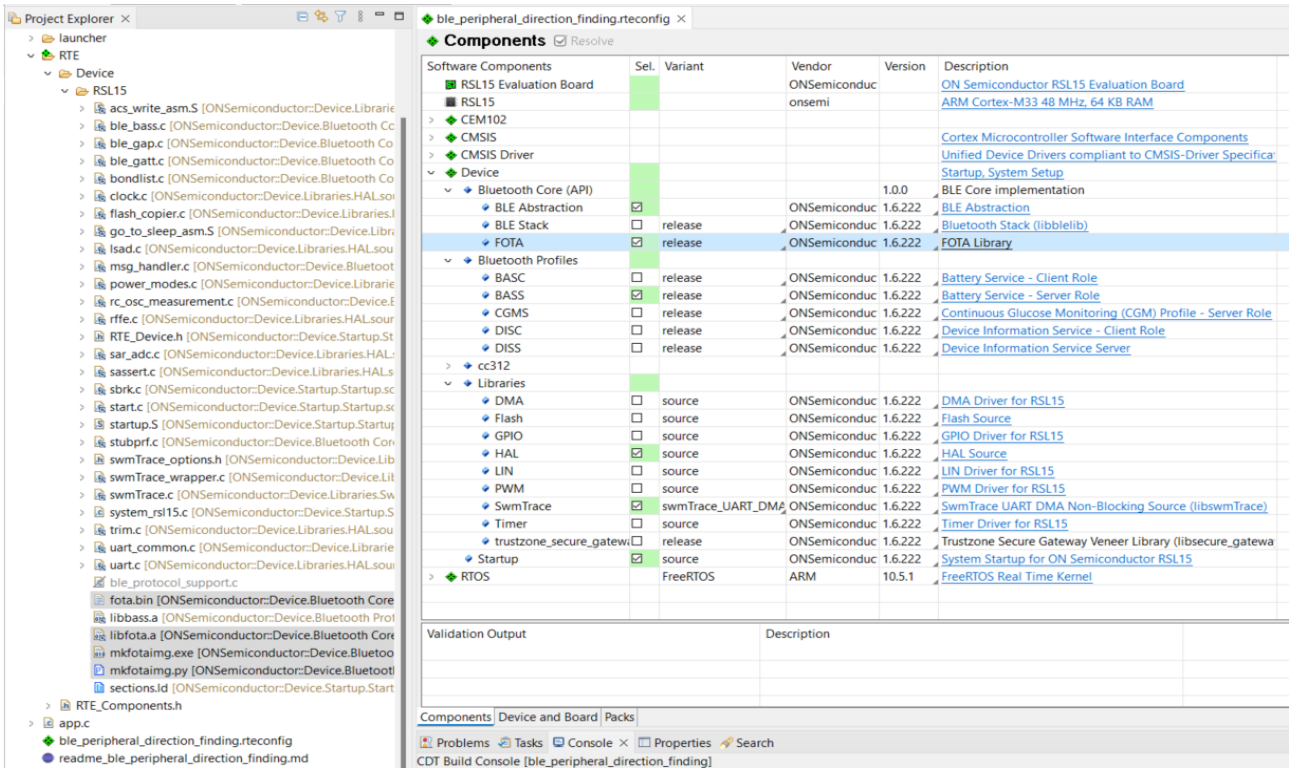

Figure 16. Adding the FOTA Software Component
2. Add the FOTA software component to your project by using the RTE Configuration Wizard (the *ble_peripheral_direction_finding.rteconfig* file). When you select the **FOTA** component and click save, *libfota.a*, *fota.bin*, *mkfotaimg.exe* and the tool *mkfotaimg.py* are copied into your project, under **RTE** > **Device** > **`<device>`**. In addition, you need to deselect the **BLE Stack** component as shown in the "Adding the FOTA Software Component" figure (Figure 16).
4. Modify the sample application to add random and seed initialization functions in *app.c*. These functions are initially defined in *ble_protocol_support.c*, which is excluded for the FOTA stack, as shown in the "Adding the FOTA Software Component" figure (Figure 16).